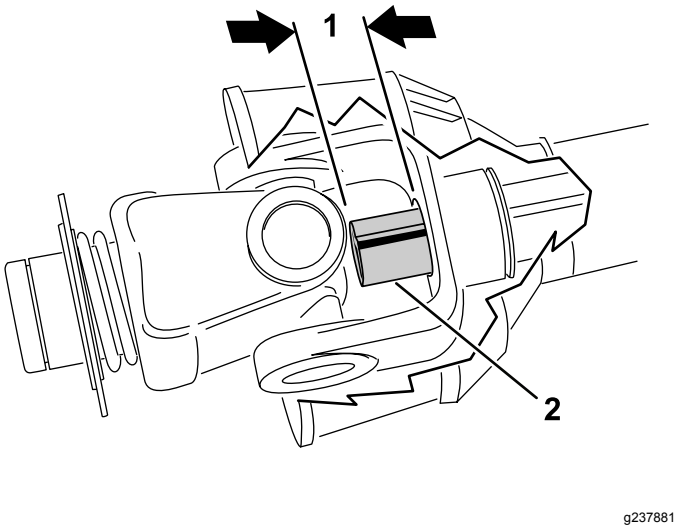

Figur 16
9. Skyv rørene til kraftuttaksakselen til de er slått helt sammen. Kontroller at **det indre** røret ikke stikker ut, inn i kryss- og lagringsdelene på det ytre røret (Figur 16). Hvis dette skjer, må du kutte **mer** av det indre røret for å løse problemet. Gå videre til neste trinn.
10. Mål hvor langt det indre røret stikker inn i kryss- og lagringsdelene på det ytre røret (Figur 16). Legg til denne avstanden til avstanden fastsatt i trinn 8.